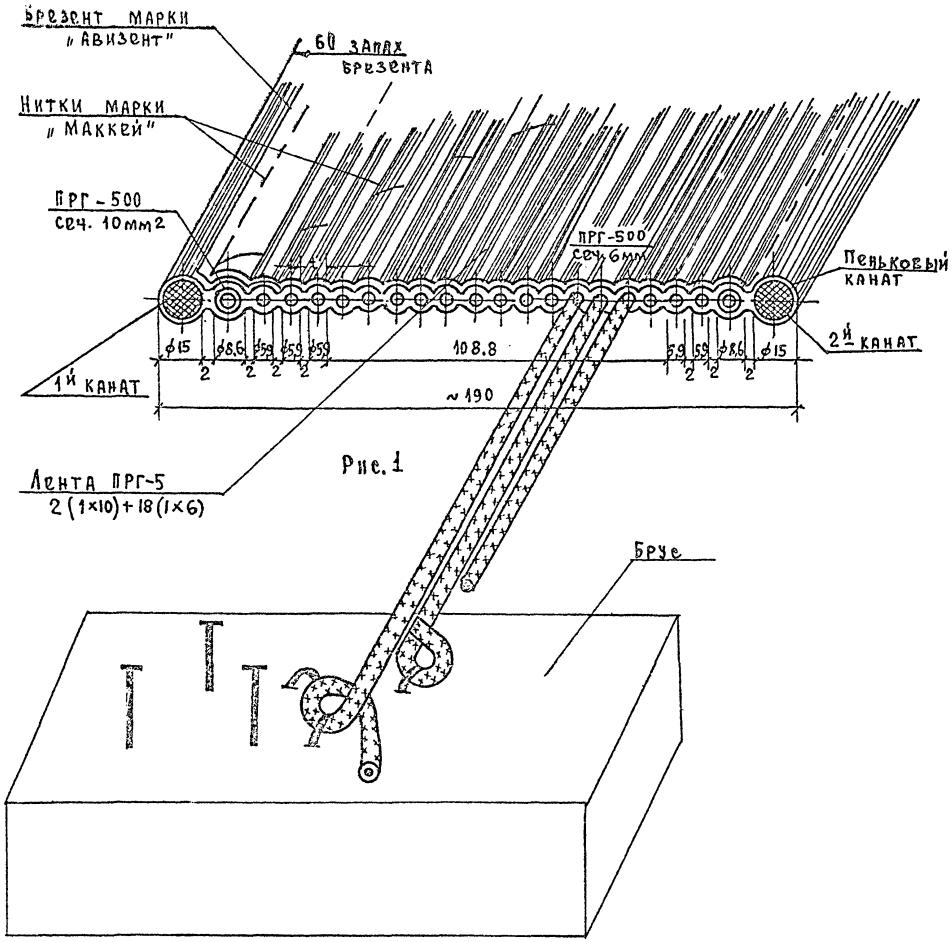
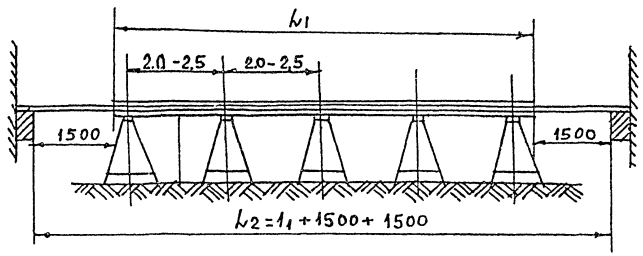

Рис. 1
Рис. 2
Расчет ширины заготовок брезента для ленты расчитывается по формуле: $[(h \times 2) \cdot (h \times 2 \times 0{,}15)^2 + 0{,}06$ где h-ширина ленты по проекту в метрах, 2- коэффициент, предусматривающий обшивку ленты с двух сторон, 0,15-коэффициент, учитывающий усадку полотнища брезента по ширине в метрах; 0,06- припуск по ширине полотнища необходимый на запас - в метрах: в данном случае ширина полотнища брезента для обшивки ленты будет равна (рис.1 из) 0,38+0,06+0,06= 0,50 метра.
5. По краям гибкой ленты вшивают качественный канат, имеющий наименьшее растяжение (рис.1). Диаметр пенькового каната берется в 2 раза больше диаметра провода наибольшего сечения, но не менее 10-12мм.
7. Провода для гибкой ленты нарезаются отрезками равной длины с учетом ширины чаек и свободных концов (по проекту) и укладываются на козлы (рис. 2 из). Провода меньшего сечения занимают середину ленты последующие провода укладываются симметрично по возрастающему к краям сечению (рис.1). По краям гибкой ленты укладывается пеньковый канат (рис.1).
8. Берутся два деревянных бруска сеч 150х150мм и длиной 1000мм. Два бруска должны быть очень прочно закреплены. Первоначально закрепляют на одном бруске провода и пеньковый канат. Между проводами сохраняют зазор 2мм (рис.1). После закрепления проводов и каната приступают к их выправке. Провода проглаживают способом протяжки через тряпку, удерживаемую в руках. Запрещается выправлять провода способом ударов об пол во избежании нарушения изоляции. После выправки провода тщательно осматриваются на обрыв и качество изоляции. По окончании осмотра проводов производят их прозвонку мегомметром на 500 вольт. По окончании определения качества проводов их закрепляют на противоположном бруске, соблюдая строгую параллельность проводов с сохранением 2-4мм. зазора. Провода должны иметь одинаковую натяжку по всей длине ленты.
Расчет длины заготовки куска парусины для гибкой ленты берется равной длине по проекту L_1 (рис. 2). На каждый метр длины дается припуск 12-15 см, необходиный на осадку материала при ее обработке.